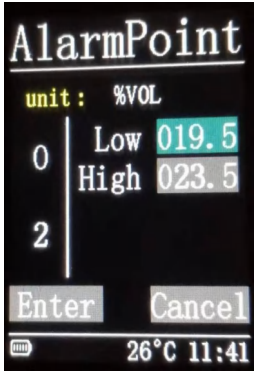

fig 32
i.Low alarm and high alarm can be set for O2 and LEL,in Fig.32.